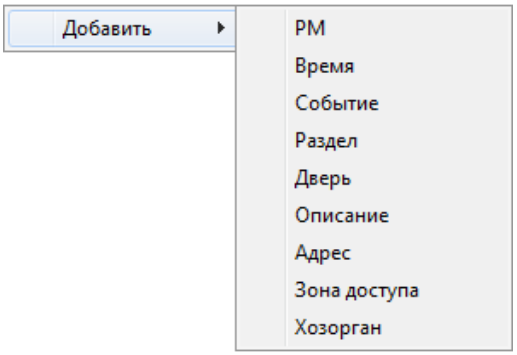

Рисунок 8-60 Добавление элементов фильтра через контекстное меню панели дополнительного фильтра
– Либо нажать на области фильтра правой клавишей мыши и выбрать в контекстном меню тип добавляемого элемента фильтра (см. Рисунок 8-60), а затем ввести текст элемента